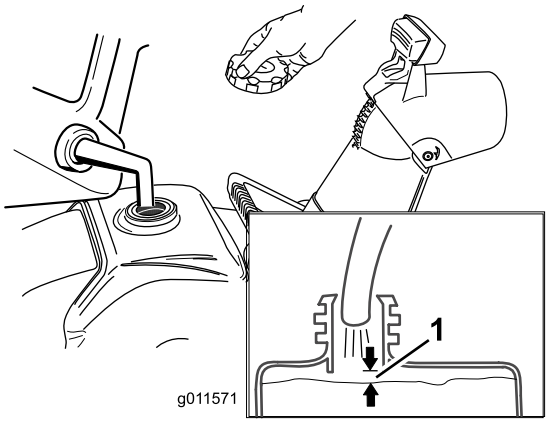

Figur 12
Fyll drivstofftanken med fersk, blyfri bensin med oktankvalitet på eller nær 87 fra en anerkjent bensinstasjon (Figur 12).
1. Kontroller at drivstofftanken ikke er overfylt (se Figur 12), og at drivstofftanklokket sitter godt på plass.